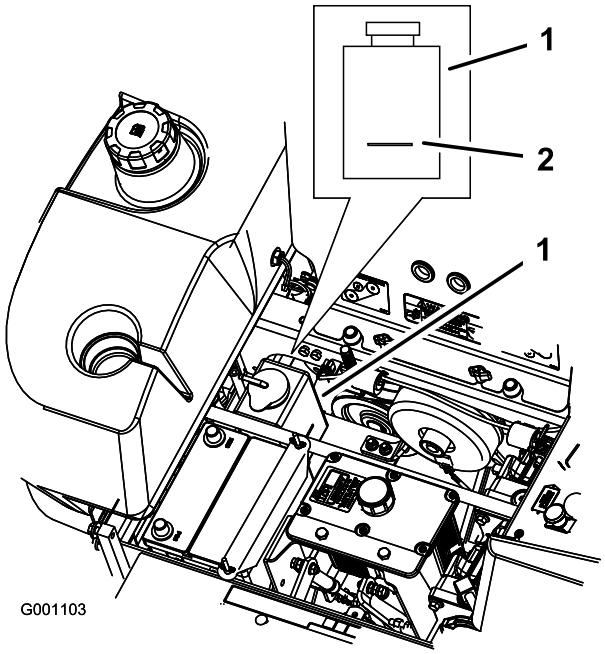

Figur 52
3. Kontroller, at motorkølervæsken ikke løber over. Væskestanden skal nå op til mærket på beholderens yderside (Figur 52).
4. Hvis kølervæskestanden er lav, skal du tilføre en 50/50-blanding af antifrostopløsning med forlænget levetid/Dex-Cool® og vand i beholderen (Figur 52).
5. Hæld 50/50-kølervæskeblandingen i beholderen, og fyld op til indikatorlinjen på beholderen (Figur 52).